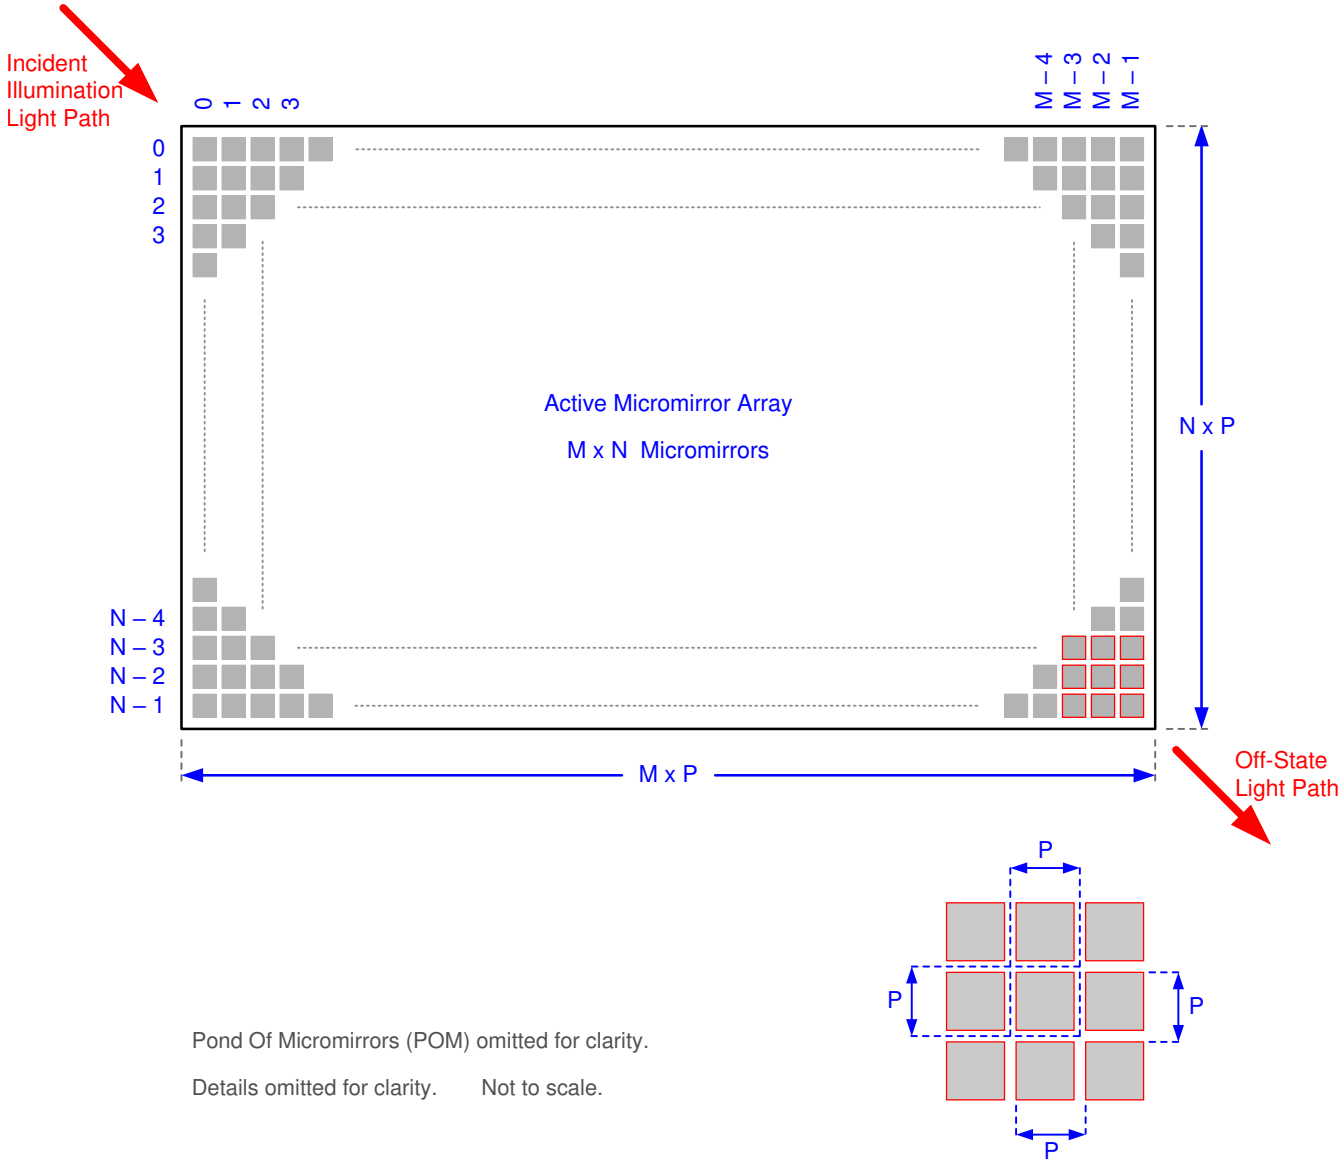

図 5-10. マイクロミラー アレイの物理特性
(1) 図 5-10 を参照。
(2) アクティブ アレイの周囲の構造と特性には、部分的に機能するマイクロミラーで POM と呼ばれる帯状の領域が含まれています。これらのマイクロミラーは構造的および / または電気的に、明るい状態またはオン状態へ傾けることを防止しますが、オフ状態へ傾けるには電気的バイアスが必要です。